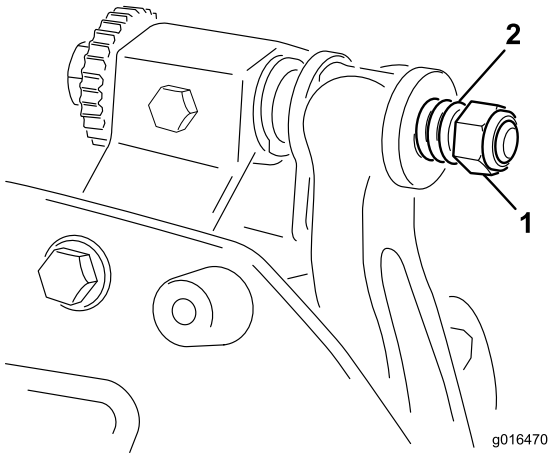

Figuur 21
3. Draai de veerspanningsmoer vast totdat de veer is ingedrukt; draai deze vervolgens een 1/2 slag terug (Figuur 21).